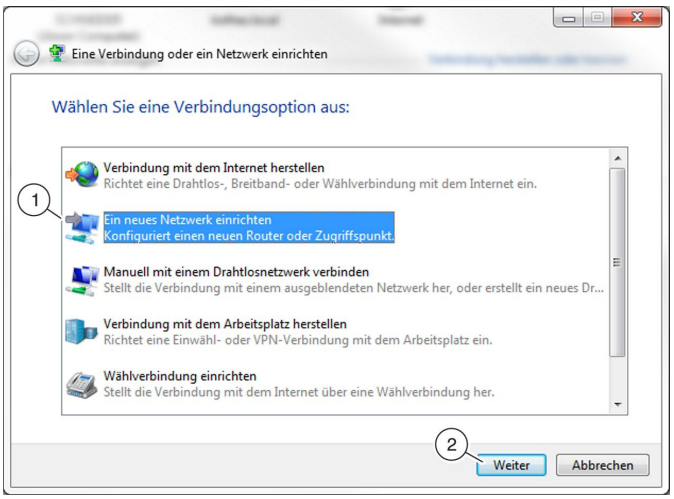

Abb. 38: Neues Netzwerk einrichten
3. ▸ *„Ein neues Netzwerk einrichten“* (Abb. 38 /1) markieren und mit *„Weiter“* (Abb. 38 /2) auswählen.